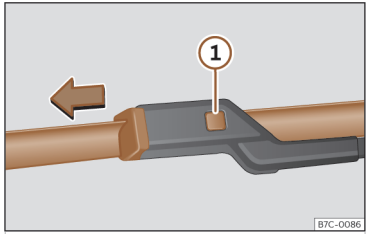

Abb. 197 Scheibenwischerblätter vorne auswechseln.
- Die Entriegelungstaste ››› **(Abb. 197)** ① gedrückt halten und gleichzeitig das Scheibenwischerblatt vorsichtig in Pfeilrichtung abziehen.